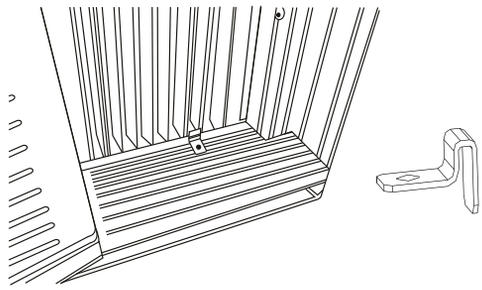

Fig.18C
3. Coloque los marcos de bloqueo en el alféizar de la ventana usando dos tornillos de 3/4" (19mm)(Fig.18C) (en algunos modelos)